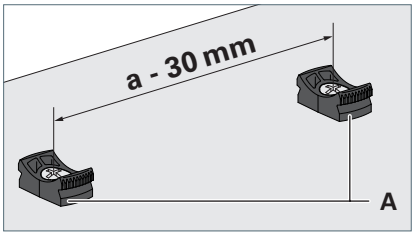

Fig. 3: Monter les éléments de fixation.
- ▶ Montez les éléments de fixation **A** en parallèle sur la surface de montage à l'aide de vis appropriées, voir Fig. 3.